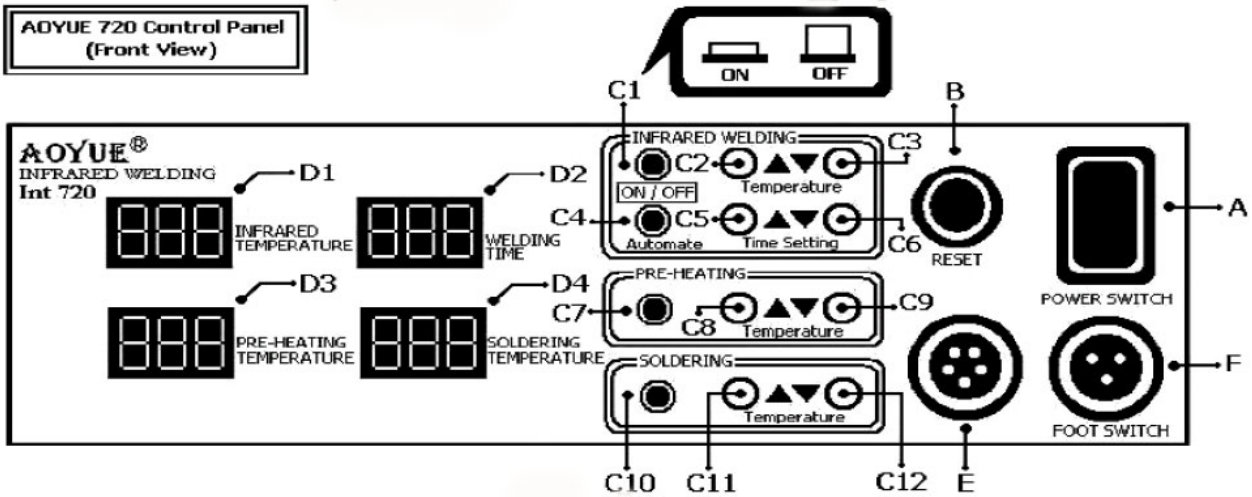

Рис. 1. Контрольная панель
3. Включите устройство, используя выключатель А на панели контроля, расположенный в правой части (см. рис. 1).
6. Начните предварительный подогрев нажатием на кнопку C7 на панели (см. рис. 1). Предварительный нагреватель постепенно увеличит температуру до 200 ^{o}C, которая является базовой. Затем вы можете увеличить или уменьшить температуру нажимая на кнопки C8 или C9 соответственно.
1. Станция должна быть включена, и паяльник присоединен к станции по терминалу «Е» (рис. 1).